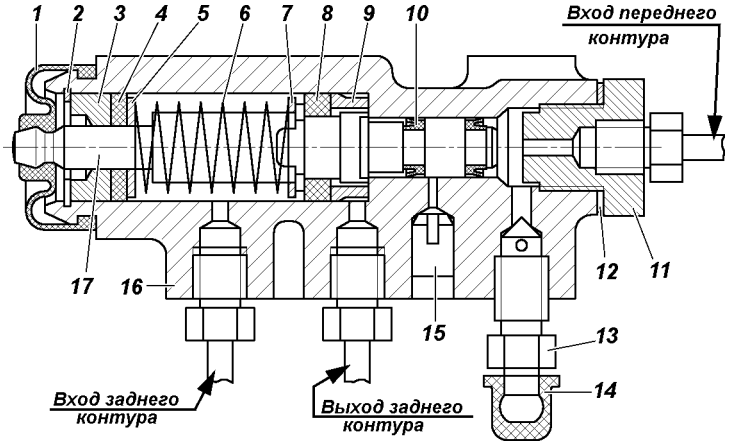

Рис. 9.57. Регулятор давления:
Регулятор давления (рис. 9.57)**.** При обслуживании проверяйте работоспособность регулятора давления. Очищайте регулятор от грязи и проверяйте надежность его крепления. Внешним осмотром убедитесь, что регулятор и детали его привода не имеют повреждений, отсутствуют подтекания тормозной жидкости и люфты в соединении стойки с упругим рычагом и кронштейном на заднем мосту.
Обращайте внимание при осмотрах гидропривода на расположение контрольной заглушки 15 (см. рис. 9.57) и
3. Завернуть болт 4 до соприкосновения его с хвостовиком поршня 17 (см. рис. 9.57) регулятора, довернуть болт на 2/3 оборота (4 грани головки болта) и затянуть контргайку.
и правильно выполненной регулировке привода должно быть некоторое опережение блокировки передних колес относительно задних. В случае опережающей блокировки задних колес дополнительно отвернуть болт 4 (см. рис. 9.57) на 1-2 грани головки болта и повторить проверку при движении автомобиля.